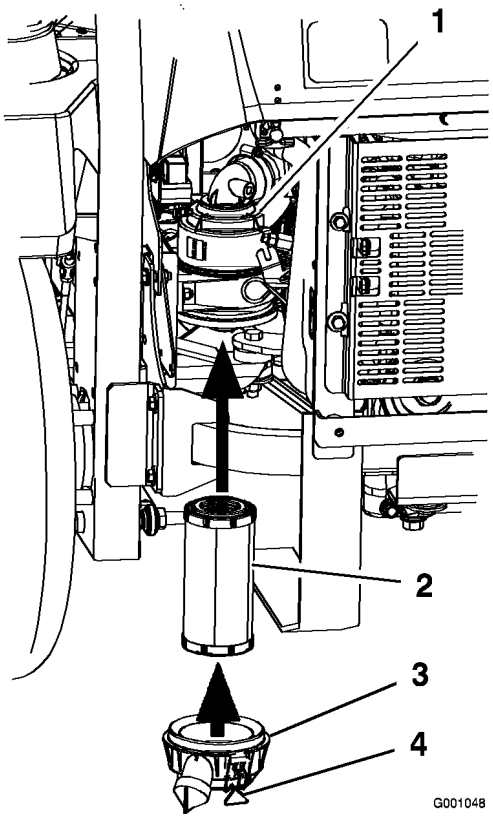

Figur 34
2. Skyv filteret inn i luftrenserkroppen (Figur 34). Påse at det sitter godt ved å trykke på den ytre kanten av filteret mens du installerer det.
3. Sett dekslet på igjen, og fest låsene (Figur 34).